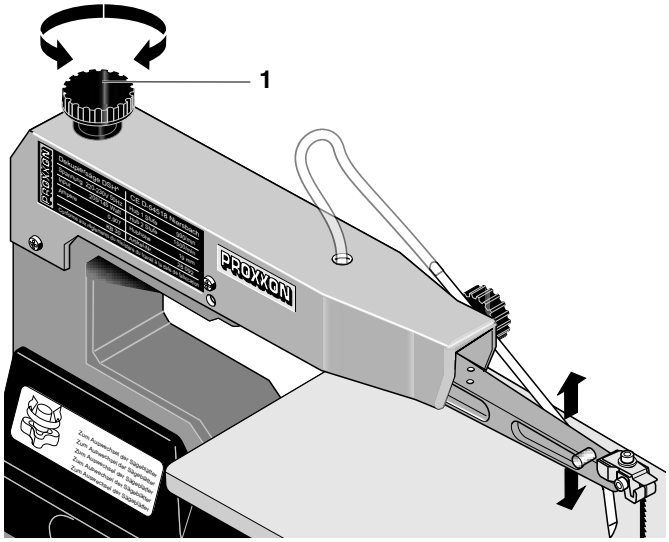

Fig. 6
Dokładne ustawienie właściwego naprężenia brzeszczotu (Rys. 6)
6.7.2. Feineinstellen der korrekten Sägespannung (Fig. 6) 9